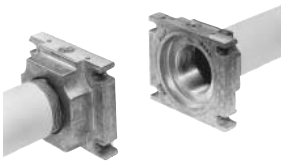

Fig. 13
3. Extraer el GasMultiBloc entre las bridas roscadas (Fig. 13).